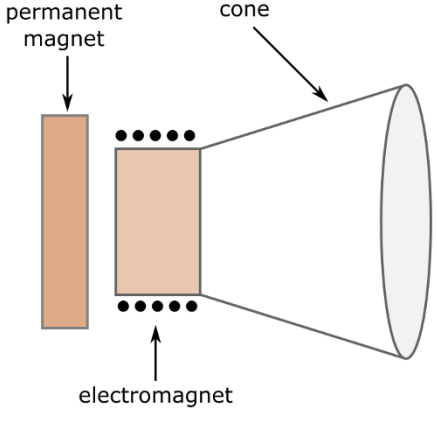

Figura 12-9: Las partes de un altavoz común y corriente: dos imanes y un cono.
*Oradores*Convierten las señales eléctricas en energía sonora. La mayoría de los altavoces constan simplemente de un imán permanente, un electroimán (que es un imán temporal controlado eléctricamente) y un cono vibratorio. La Figura 12-9 muestra la disposición de los componentes de un altavoz.